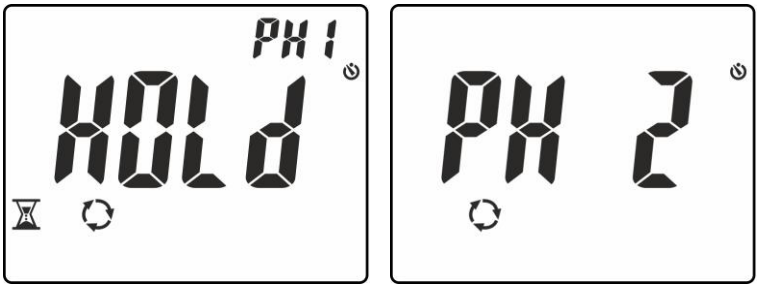

Fig. 14: Reconhecimento da fase L1 e aguardando pela fase L2
4. Em condições corretas de tensão e frequência, o instrumento apresenta a mensagem "**HOLD**", os símbolos ⌛ e "PH1" e emite um som contínuo aguardando pelo reconhecimento de um valor estável de tensão da fase L1 (ver Fig. 14 – parte esquerda)
5. **Não retirar a ponteira da fase L1** até à visualização da mensagem "**PH 2**" intermitente no display (ver Fig. 14 – parte direita).